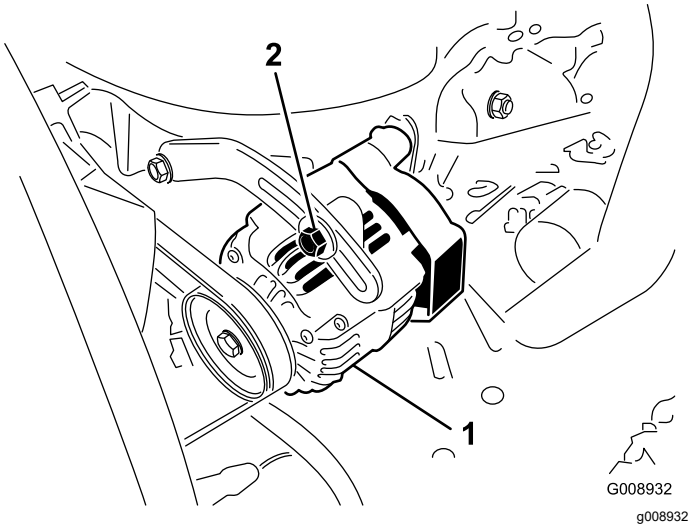

図 96
オアウタネータのベルト図 96は100運転時間ごとに点検します。
2. たわみが10 mmでない場合には、オルタネータ取り付けボルトをゆるめる図 96。適当な張りに調整してボルトを締める。ベルトのたわみが適切に調整されたことを確認する。